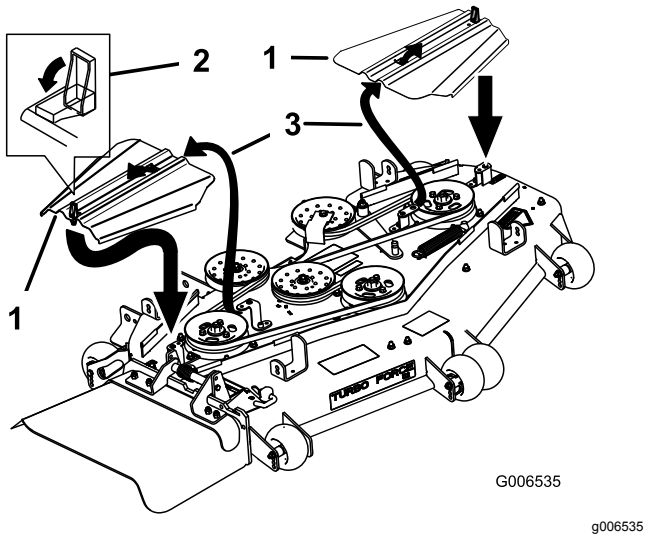

Rysunek 83
14. Zamontuj pokrywy paska, wsuwając pokrywę na występ, dokręcając śruby i zamykając zaczepy (Rysunek 83).